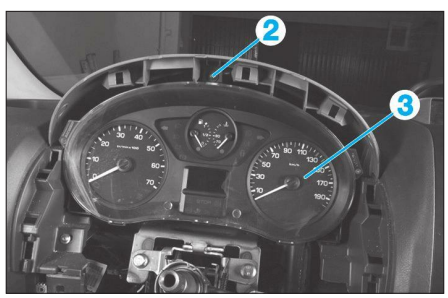

**Fig. 25**
• Retirer la vis (2) du combiné d'instruments **(Fig.25)**.
• Débrancher le connecteur et déposer le combiné (3).